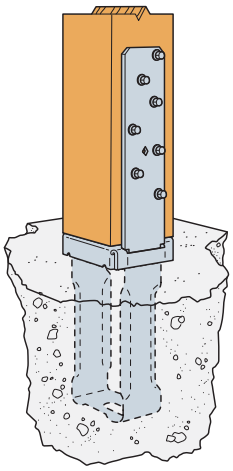

Figure 1 — Post Base with 1" Standoff
c. For post bases with 1" standoffs, full bearing on concrete is required. Standoffs shall bear on top of concrete and not be embedded into wet concrete. A higher download may be achieved by solidly packing grout in the 1" standoff area before installation of the post. Allowable download shall be based on the capacity of the post, grout or concrete according to the code. (Figure 1)